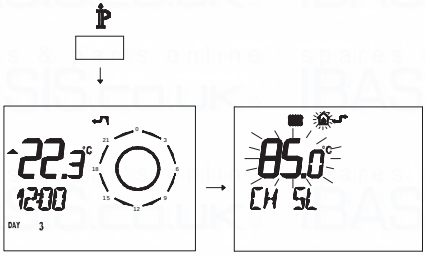

Fig. 7.32
- Press button P for more than 3 seconds to enter in INFO mode (Fig. 7.32).